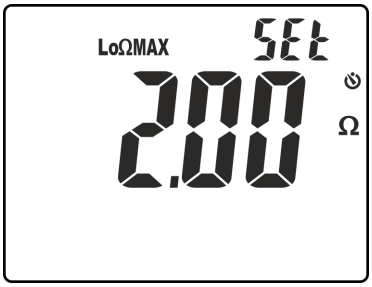

Fig. 26: Configuración umbral límite en la medida de continuidad
4. Pulse las teclas ▼/ o **▲/ZERO** para seleccionar el valor comprendido en el rango: **0.05Ω ÷ 9.99Ω** (ver la Fig. 26)
4. Pulse las teclas ▼/☼ o **▲/ZERO** para seleccionar el valor comprendido en el rango: **0.05Ω ÷ 9.99Ω** (ver la Fig. 26)